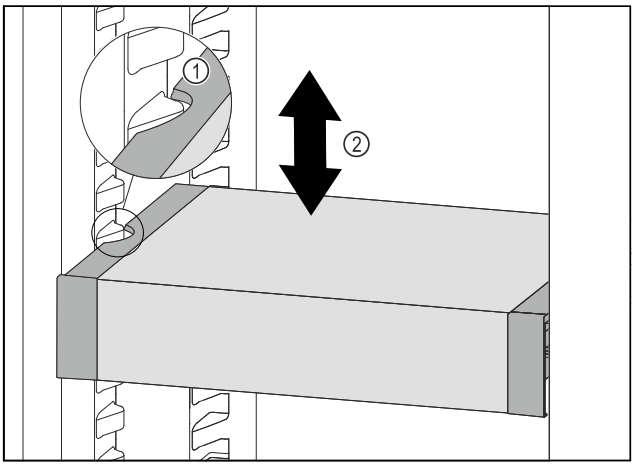

Fig. 169
▶ Pull VarioSafe forwards until the recesses in the side of the VarioSafe are at the level of the support rib in the refrigerator compartment. *Fig. 169 (1)*
▶ Move VarioSafe up or down in the refrigerator compartment until the desired height is reached. *Fig. 169 (2)*